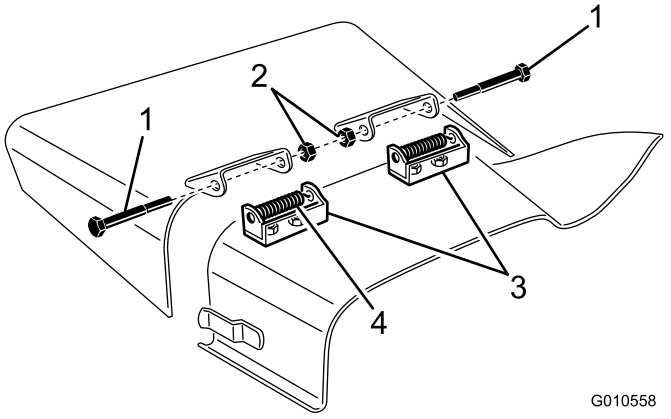

Figur 27
2. Fjern de to skruene, låsemutterne og fjærene som holder avlederfestene festet til svingbrakettene (Figur 27).
3. For å fjerne svingbrakettene, fjern låseskruene og mutrene (Figur 27).